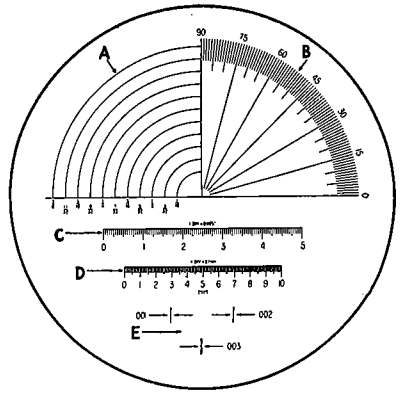

Fig. 1 General Purpose Scale
a. Radii can be measured (in steps of 1/32") from 1/16" to 3/8" (see Fig. 1–A).
b. Angles can be measured in degree intervals over a 90° range (see Fig. 1–B).
e. Section E, Figure 1, contains three lines whose widths are 0.001", 0.002", and 0.003". They are so labelled on the pattern surface. These are useful in comparison against scratches, cracks, etc.